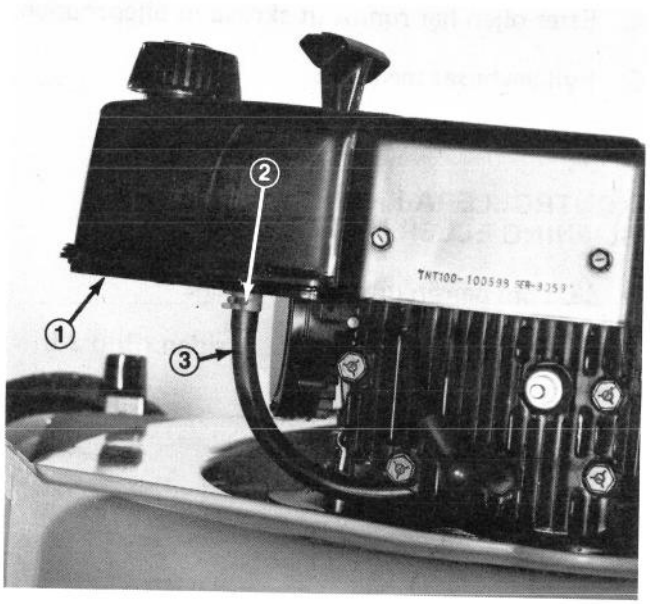

Bild 33
2. Pressa in ändarna på klämman som ansluter bränsleslangen till bränsletanken (Bild 33). Skjut klämman ner på bränsleslangen.